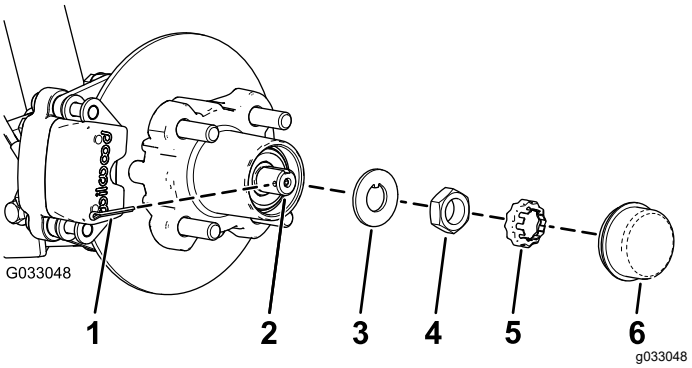
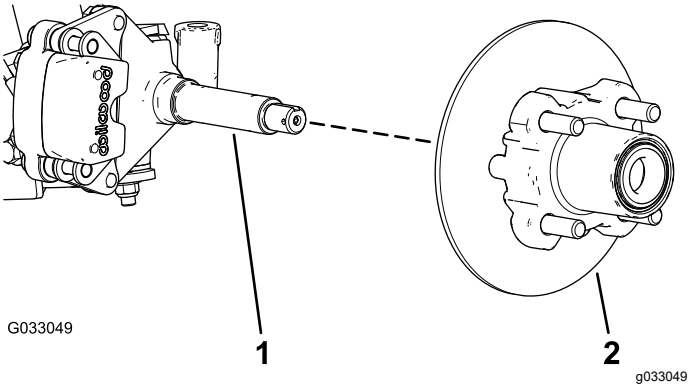

Figur 30
Figur 31
4. Fjern støvhætten fra navet (Figur 30).
5. Fjern låseclips og møtrikholder fra spindlen og spindelmøtrikken (Figur 30).
6. Fjern spindelmøtrikken fra spindlen og adskil nav- og rotorsamlingen fra spindlen (Figur 30 og Figur 31).